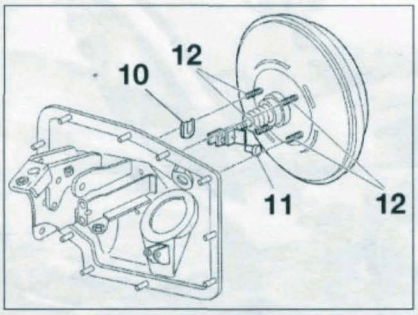

FIGURE 7-11
- l'épingle (10) **(figure 7-11)**.
- l'axe (11).
- les écrous (12).